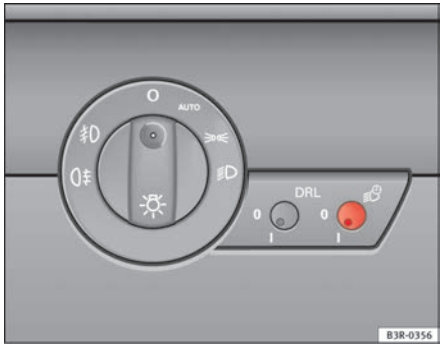

Fig. 87 Detailed view of the instrument panel: Coming home and leaving home functions
– Briefly press the knob ⇒ fig. 87 to release it from its set position.